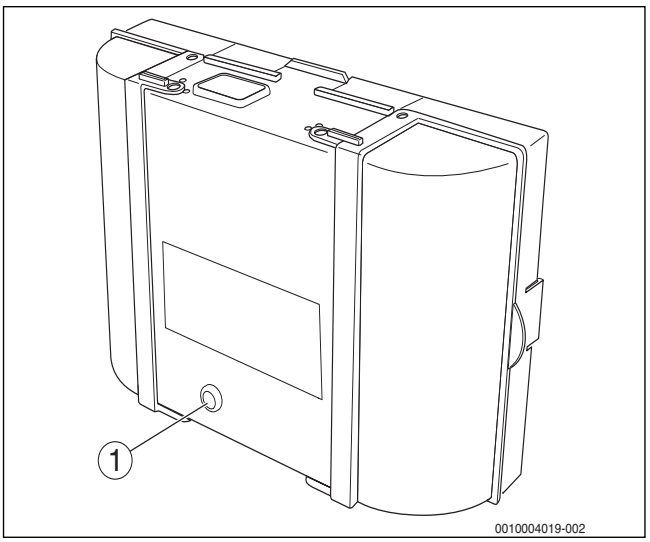

Bild 80 Störungen am Feuerungsautomaten zurücksetzen
▶ Taste „Entstören“ am Feuerungsautomaten drücken (→ Bild 80).